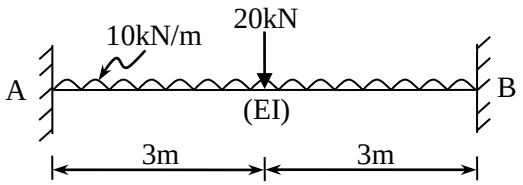

Fig. 4 Q-5(a)
Q.5 **(a)** Analyze the fixed beam shown in fig. 4. Draw shear force and bending moment diagram. **07**